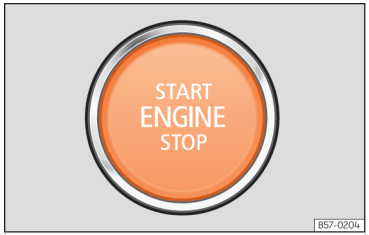

Abb. 81 Im unteren Bereich der Mittelkonsole: Starterknopf.
Wenn das Fahrzeug entriegelt wird, blinkt der Starterknopf ››› **(Abb. 81)**, um auf ihn aufmerksam zu machen.
- Starterknopf drücken, ››› (Abb. 81) ohne Gas zu geben. Zum Anlassen des Motors muss sich ein gültiger Fahrzeugschlüssel im Fahrzeug befinden. Nach dem Anlassen des Motors wechselt die Beleuchtung des Starterknopfs START ENGINE STOP in den Dauerzustand und zeigt so an, dass der Motor angelassen ist.